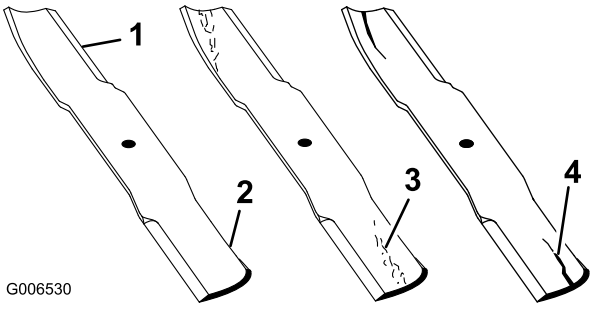

Figur 89
1. Efterse skærekanterne (Figur 89). Hvis kanterne ikke er skarpe, eller hvis de har hakker, skal skæreknivene afmonteres og slibes. Se afsnittet Slibning af skæreknivene.
2. Efterse knivene, især det buede område (Figur 89). Hvis kniven er beskadiget eller slidt, eller hvis der er antydning af en revne i dette område (Figur 89), skal du straks montere en ny kniv.